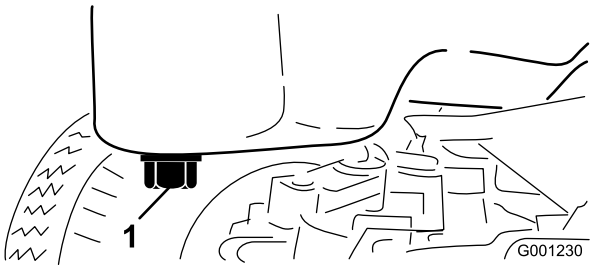

Figur 48
3. Placera ett avtappningskärl under oljekärlet och i linje med avtappningspluggen (Figur 48).